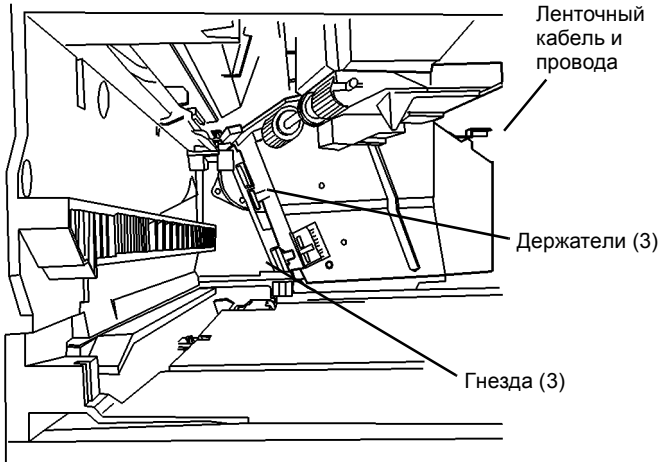

Рисунок 3 Установка узла подачи
3. Установите узел подачи (Рисунок 3).